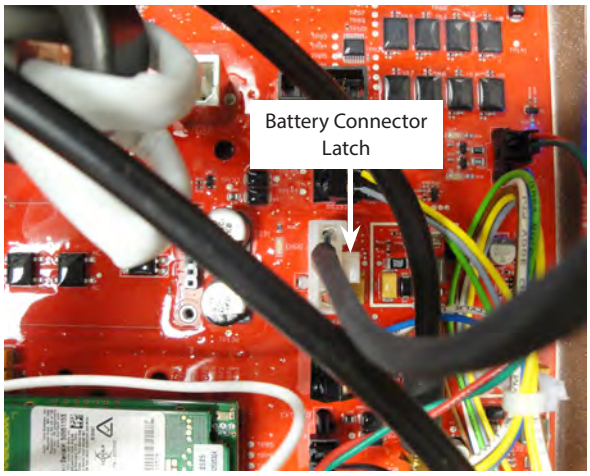

Figure 43: Battery connector
2. Squeeze the connector latch (*Figure 43*) of the battery connector on the circuit board and carefully pull on the connector to remove it from the circuit board pin contacts. Do NOT pull on the connector wires. If the connector is stuck, it can need to be gently rocked back and forth while pulling.